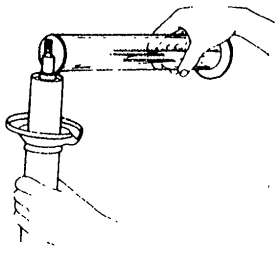

Fig. FA-29 Filling outer casing with fluid
3. Pour correct amount of fluid into outer casing. See Figure FA-29.